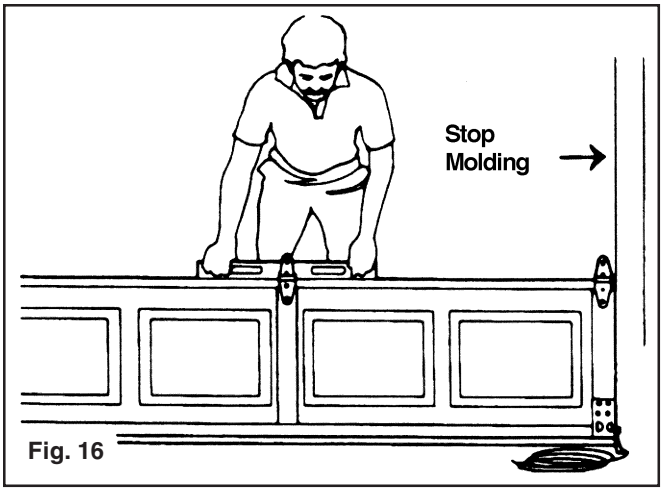

Fig. 16
**Step 5:** Place the section in the opening so that it is against the stop molding and centered from side to side. Place a level on the section and use a piece of wood under one end or the other (if necessary) to make the section level. (FIG. 16)